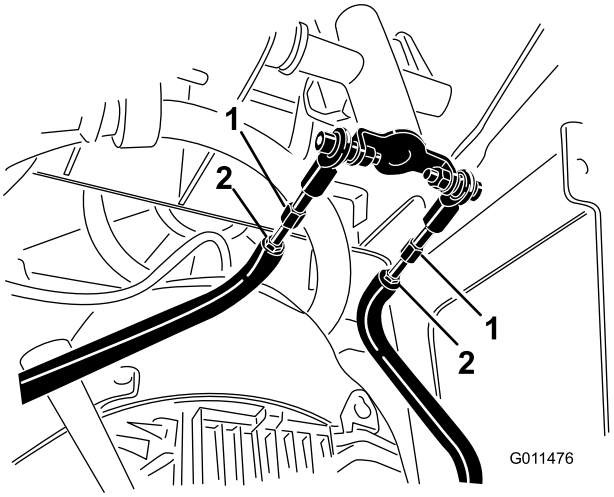

**Rysunek 56**
D. Poluzuj nakrętki zabezpieczające na drążkach zespołu jezdnego, pod panelem sterowania (Rysunek 56).